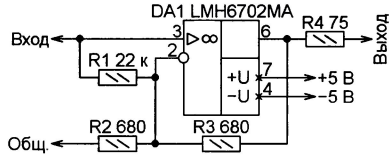

**Рис. 3**
**Широкополосный усилитель видеосигналов HDTV**, схема которого изображена на **рис. 3**, также можно найти в устройстве по приведённой выше интернет-ссылке. Такие усилители на сверхширокополосных (0,72 ГГц) операционных усилителях LMH6702MA подключены в нём к каждому выходу коммутатора видеосигналов.